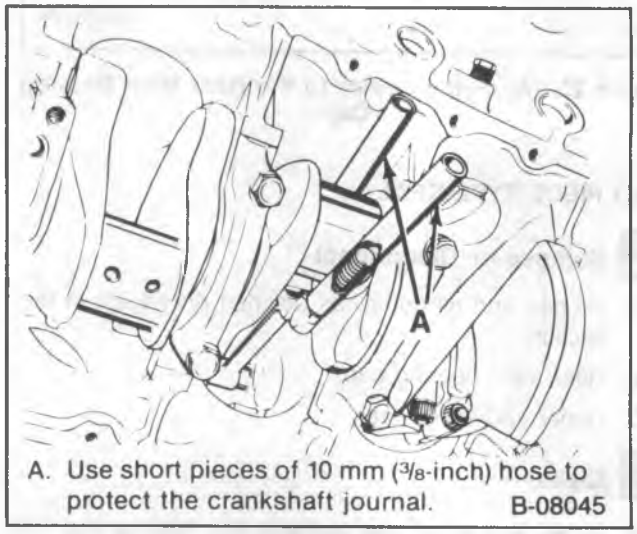
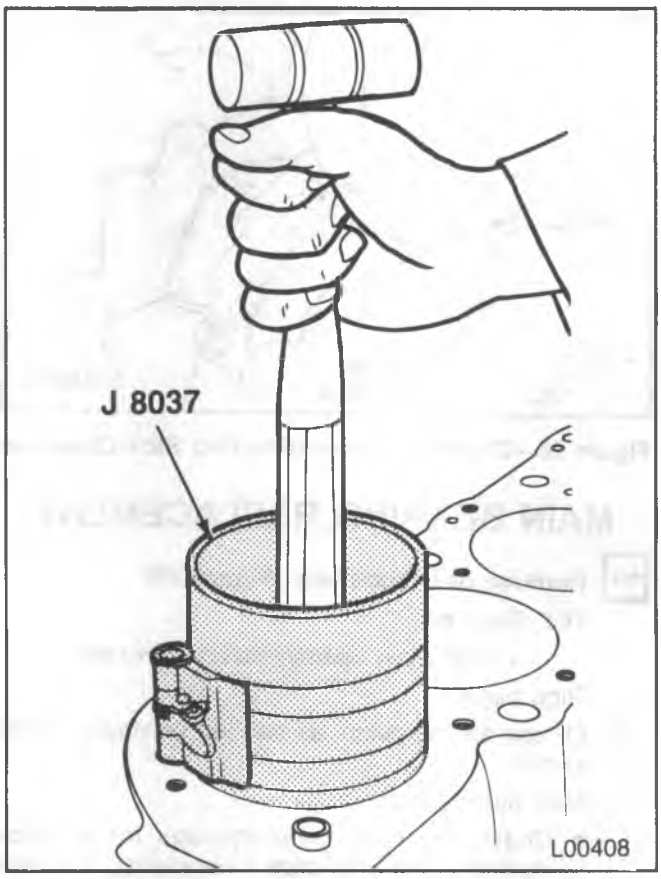

Figure 25—Replacing the Connecting Rod and Piston
Figure 27—Installing the Piston and Connecting Rod
Remove or Disconnect (Figure 25)
- Attach two short pieces of 10 mm (3/8-inch) hose to the connecting rod bolts (figure 25). This will protect the crankshaft journal during removal.
Install or Connect (Figures 25 through 28)
- Without disturbing the ring end gap location, install J 8037 over the piston (figure 27).
- Place the piston in its matching bore. Using light blows with a hammer handle, tap the piston down into its bore (figure 27). At the same time, from beneath the vehicle guide the connecting rod to the crankshaft with the pieces of hose (figure 25). Hold the ring compressor against the block until all rings have entered the cylinder bore.